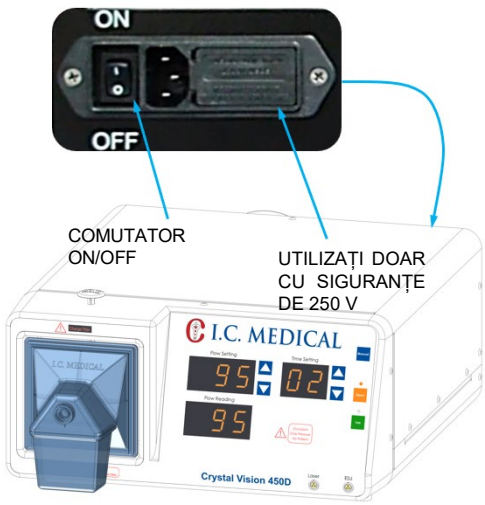

Figura 9: Descriere comutator ON/OFF.
1. Comutatorul de pornire (Figura 9) al unității CRYSTAL VISION® se află pe panoul din spate, lângă cablul de alimentare. Amplasați-l în poziția „ON" [I]. La pornirea unității trebuie să se aprindă SETARE DEBIT, indicatorii și afișajul pentru TIMP și DEBIT.